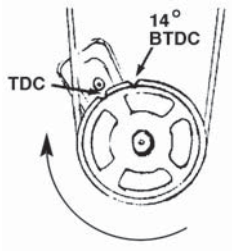

Figure 7. *Timing Marks*
3. Rotate the crankshaft in clockwise direction to set cylinder No. 1 to the top dead center. Top dead center (TDC) is when notch "A" on pulley aligns with pointer and both valves on cylinder No. 4 rock (Figure 7).